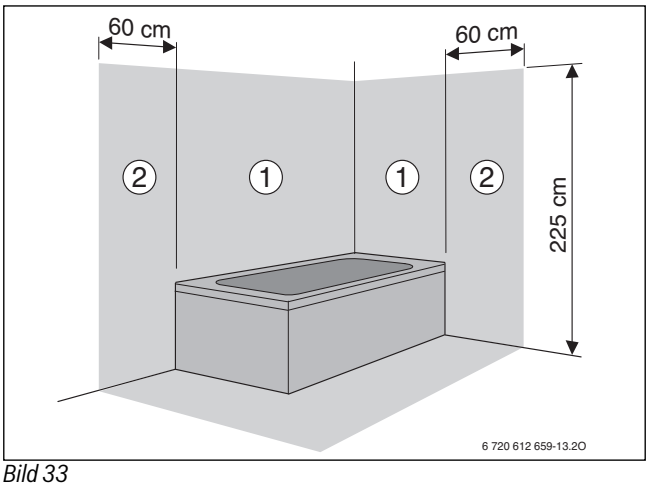

Bild 33
- Im Schutzbereich 1 und 2 (→ Bild 33):